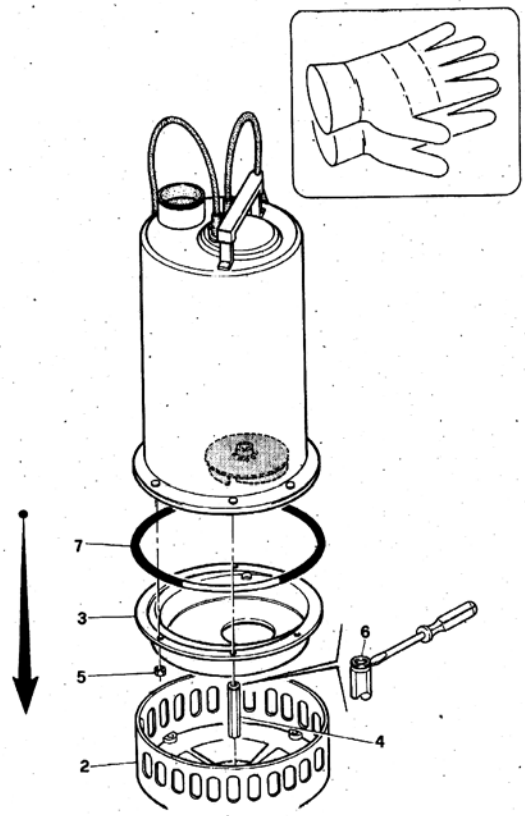

fig. 7 - *Abb. 7* - fig. 7 - *kuva 7* - afb. 7 - *fig. 7* - εικ. 7
Aby zdjąć filtr i uzyskać dostęp do wirnika pompy należy (rys.7):
15.7SPOSÓB DEMONTAŻU FILTRA (KOSZA SSAWNEGO) (rys.7)